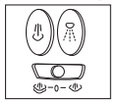

Figure 1
- Turn the steam selector to dry ironing as shown in Figure1.